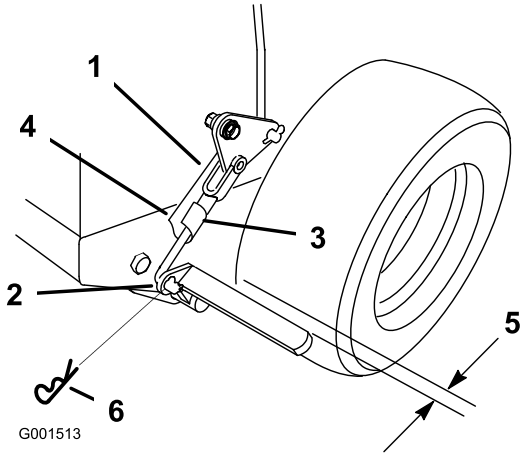

Figur 42
3. Fjern låseclipsen fra den nedre bremseforbindelse (Figur 42).
den nedre bremseforbindelsesgaffel ud af gaffen for at løsne parkeringsbremsen (Figur 42).
Bemærk: Med parkeringsbremsen i den udløste position er afstanden mellem dækket og den flade stang cirka 6 mm (Figur 42).
5. Fastgør den nedre forbindelse til det nedre bremsehåndtag med låseclipsen og gaffelbolten (Figur 42).